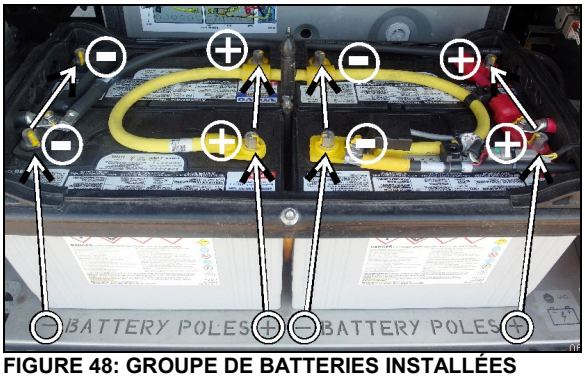

FIGURE 48: GROUPE DE BATTERIES INSTALLÉES
1. Pour éviter une installation inappropriée concernant l'agencement de la polarité des batteries, un signe (+) et un signe (-) ont été gravés dans le métal de la plateforme. Lors de l'installation, faire coïncider le pôle positif et le pôle négatif avec les signes correspondants de la plateforme. (Figure 48)